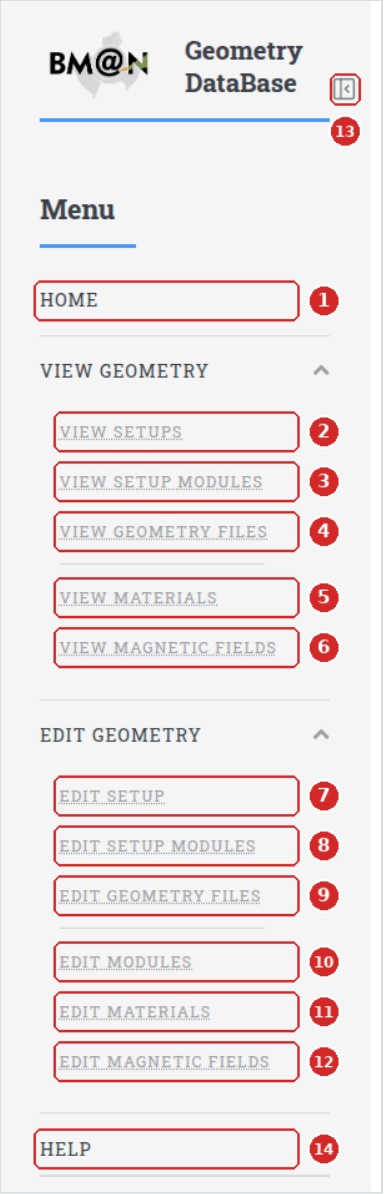

Figure 3. The menu of a signed-in user
The menu items are numbered in Figure 3. Items 7–12 are visible only after you sign in. Detector developers see items 7–11: magnetic fields are added by lead developers only.
- **HELP** at the bottom of the menu (14 in Figure 3) opens it in the same tab.